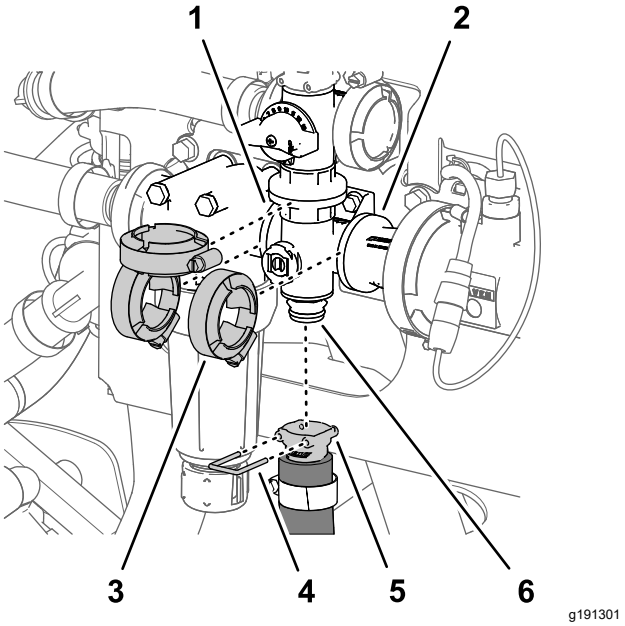

**Figur 123**
1. Ta bort snabbkopplingstappen som fäster omrörningsslangens snabbkoppling vid omrörningsventilens grenrör (Figur 123).
2. Ta bort de tre flänsklämmor som fäster omrörningsventilens grenrör vid tryckfilterhuvudets flänsar och kopplingsadaptern (Figur 123).